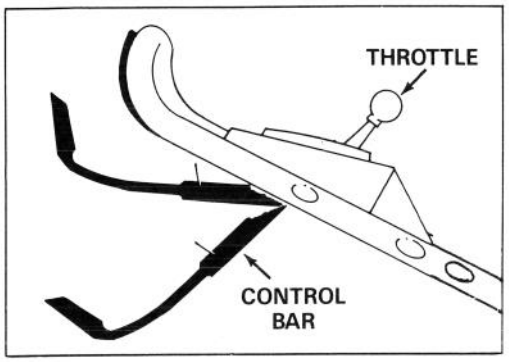

Figure 7
1. CONTROLS — Throttle and control bar are on upper handle (Fig. 7). Fingertip starter is on top of engine.